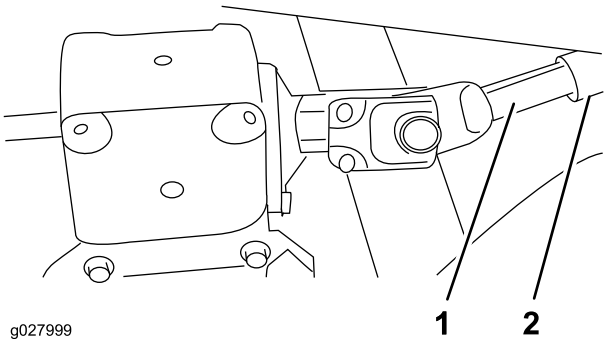

**Figura 2**
5. Pare el motor y separe la unidad de corte de la unidad de tracción separando las secciones macho y hembra del eje de la toma de fuerza (Figura 2).